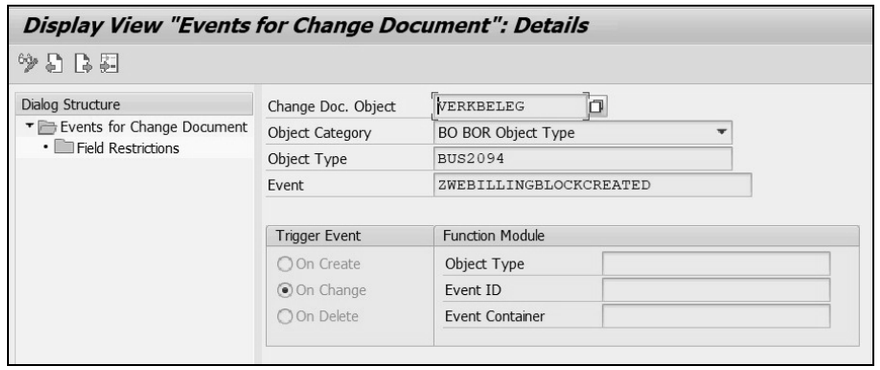

Figure 5.5 Custom Event Configured for the Change Document Object in Transaction SWEC
4. Under the **Events for Change Document** node, click on the **New Entries** button, and enter the details as shown in Figure 5.5: enter **Change Doc. Object** (change document object) as "VERKBELEG", choose **BO BOR Object Type** from the **Object Category** drop-down, enter **Object Type** as "BUS2094", and enter **Event** as "ZWEBILLINGBLOCK-CREATED".